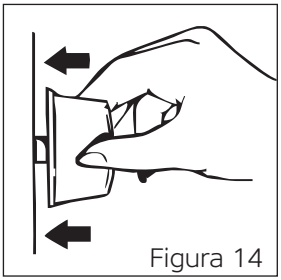
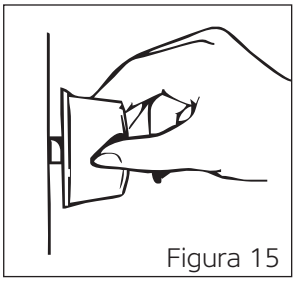
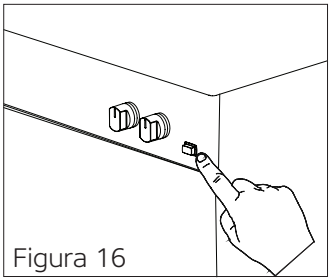

Figura 14
Figura 15
Figura 16
**3.** Para utilizar el quemador de cocina de su preferencia, pulse primero el mando en la dirección de la flecha y espere 5 segundos a que salga aire por los conductos (Véase figura 14).
**En Los Modelos Con Encendido Manual;** puede encender el quemador de cocción de su preferencia con un encendedor (Cerilla, mechero) girando el pomo (Véase figura 15).
*** En Los Modelos Con Encendido (Automático) Con Un Pomo;** usted puede encender el quemador de cocción de su preferencia presionando el pomo en la dirección de la flecha (Véase figura 14) y girando el pomo (Véase figura 15).
*** En Los Modelos Encendidos Por Botón;** primero, pulse el botón en el panel de control (Véase figura 16). Luego, pulsando el pomo del quemador de cocción que prefiera en la dirección de la flecha, podrá encender el quemador de cocción (Véase la figura 14).